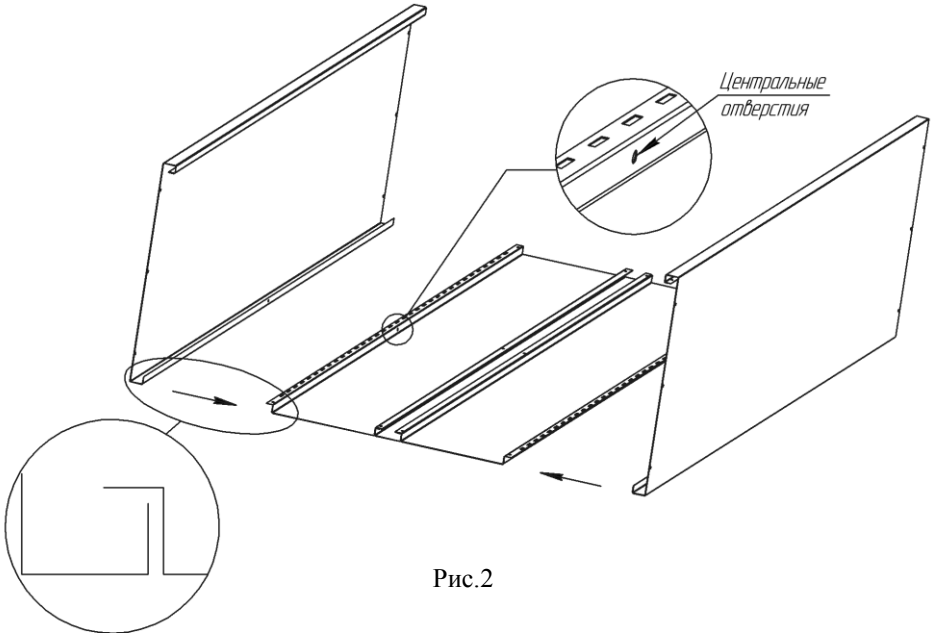

Рис.2
4.2. Соединить боковые стенки и заднюю часть шкафа с помощью заклепок через центральные отверстия в задних стенках (Рис.2).